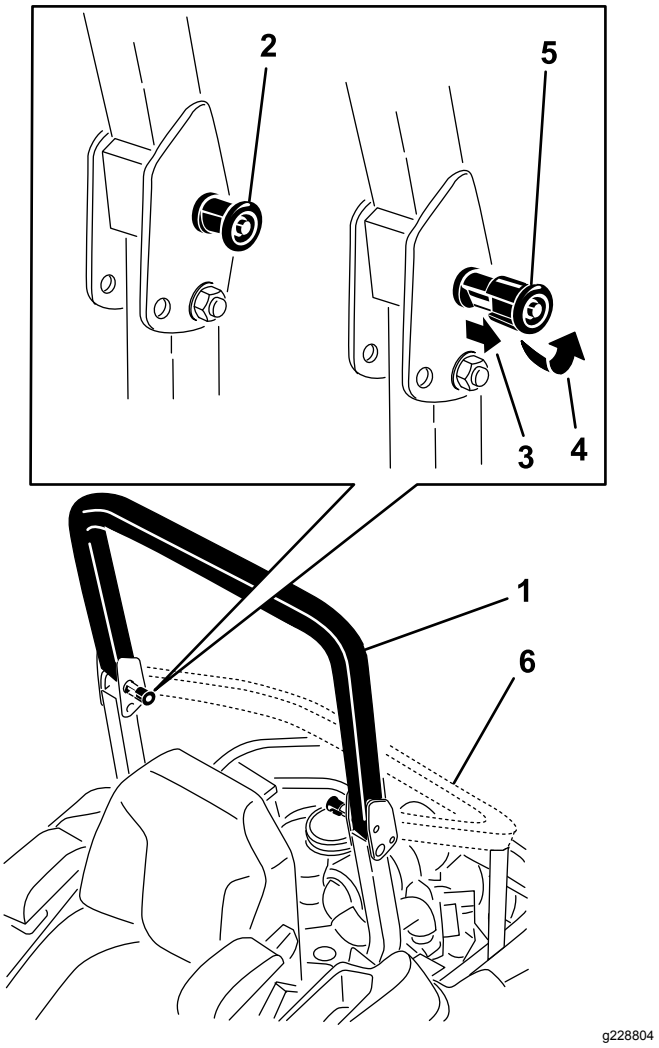

Figur 8
2. Dra ut begge knottene og vri dem 90 grader, slik at de ikke låser (Figur 8).
3. Senk veltebøylen til nedre stilling (Figur 8).
1. Dra veltebøylen opp til driftsstillingen og vri på knottene til de går delvis inn i rillene (Figur 8).
2. Dra veltebøylen helt opp mens du skyver på den øvre veltebøylen, slik at pinnene går i lås når hullene stemmer overens med pinnene (Figur 8).